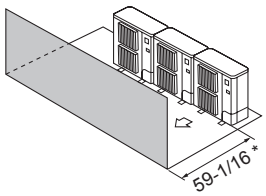

Fig. 3-13
③ Obstáculos sólo en la parte delantera (Fig. 3-13)